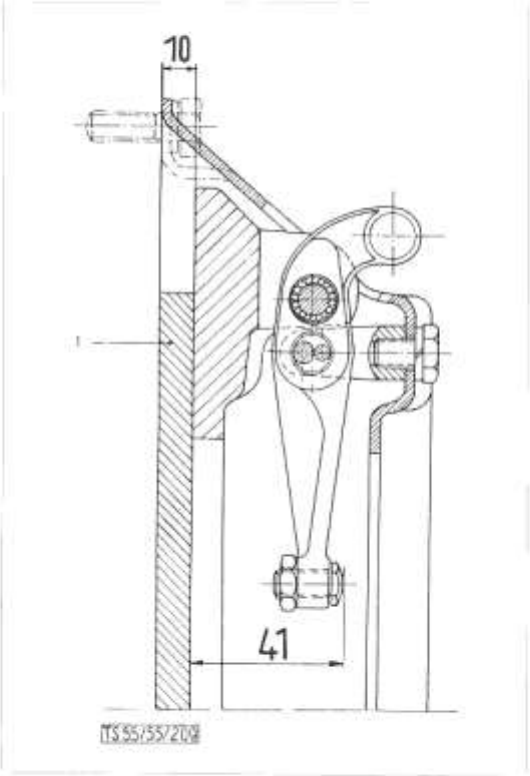

Bild 82: **Einstellmaß des Kupplungsausrückhebels**
a) Gegenmuttern von Einstellschrauben lokkern (73/19) und letztere mittels Meßuhr auf das Maß von 41 mm stellen (Bild 82 u. 83). (Gemessen von der Einstellscheibe bis zur Druckfläche der Einstellschrauben).